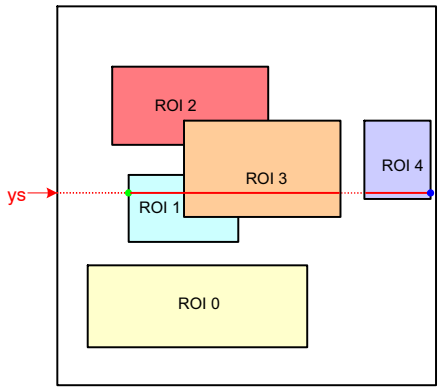

Figure 28. Scanning the Image Array with Five Windows
Figure 28 illustrates a practical example of a configuration with five windows. The current position of the read pointer (ys) is indicated by a red line crossing the image array. For this position of the read pointer, three windows need to be read out. The initial start position for the x−kernel pointer is the x−start configuration of ROI1. Kernels are scanned up to the ROI3 x−end position. From there, the x−pointer jumps to the next window, which is ROI4 in this illustration. When reaching ROI4's x−end position, the read pointer is incremented to the next line and xs is reinitialized to the starting position of ROI1.
- The read pointer is not necessarily incremented by one, but depending on the configuration, it can jump in y−direction. In Figure 28, this is the case when reaching the end of ROI0 where the read pointer jumps to the y−start position of ROI1